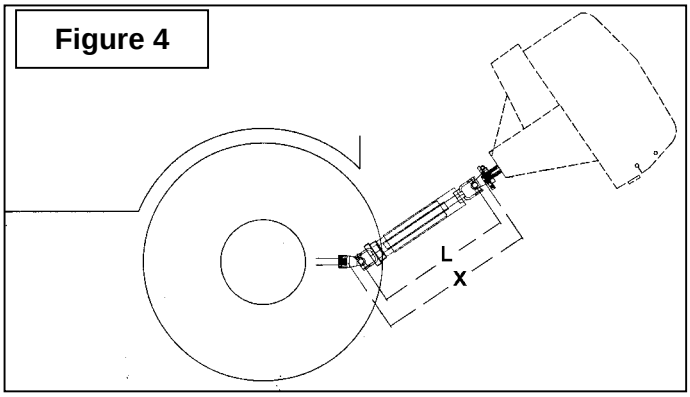

Figure 4
5. Couper le garde une seconde fois pour laisser la même distance entre la fin du garde et la fin de l'arbre qui existait auparavant. Pour obtenir la distance "A" approprié illustré à la Figure 4, couper le garde selon le tableau ci-dessous: